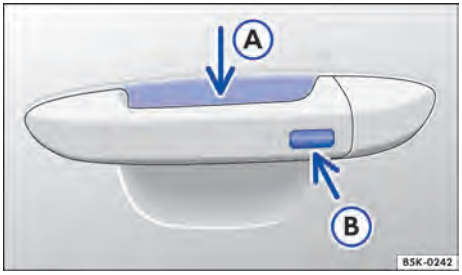

Fig. 54 Keyless Access: superfícies do sensor.
– Tocar o sensor → Fig. 54 Ⓐ na parte interna da maçaneta da porta do condutor ou da porta do passageiro dianteiro.
– Tocar na superfície do sensor → Fig. 54 Ⓑ na parte externa da maçaneta da porta do condutor ou da porta do passageiro dianteiro *uma vez*.
– Além disto, dentro de 5 segundos, tocar uma vez no sensor na parte externa da maçaneta da porta → Fig. 54 Ⓑ. ▶
Para a **abertura de conforto** de todos os vidros elétricos e teto solar, empunhar a maçaneta da porta e manter pressionados, ao mesmo tempo, o sensor da parte interna da maçaneta → Fig. 54 Ⓐ e a superfície do sensor Ⓑ.
Para o **fechamento de conforto** de todos os vidros elétricos e teto solar, manter um dedo durante alguns segundos sobre a superfície do sensor → Fig. 54 Ⓑ no lado externo da maçaneta da porta do condutor ou do passageiro dianteiro.
Um forte jato de água ou de vapor pode ativar as superfícies dos sensores nas maçanetas se, ao mesmo tempo, uma chave do veículo válida estiver na área de aproximação. Se no mínimo um vidro estiver aberto e a superfície do sensor → Fig. 54 Ⓑ em uma maçaneta da porta for ativada permanentemente, todos os vidros serão fechados. Se o jato de água ou de vapor se afastar brevemente da superfície do sensor → Fig. 54 Ⓐ de uma maçaneta da porta e voltar a ser direcionado para ela, possivelmente todos os vidros se abrirão.